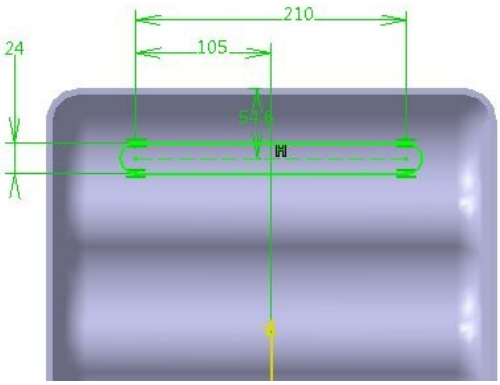

Figure 8-94 *Sketch for creating another pocket feature*
f. Create a pocket feature that will be used as a vent for removing water from the Soap Case, refer to Figure 8-94.
1. Create a sketch on the xy plane, as shown in Figure 8-94. Note that the sketch of the elongated hole is positioned at 54.6 mm from the top edge.